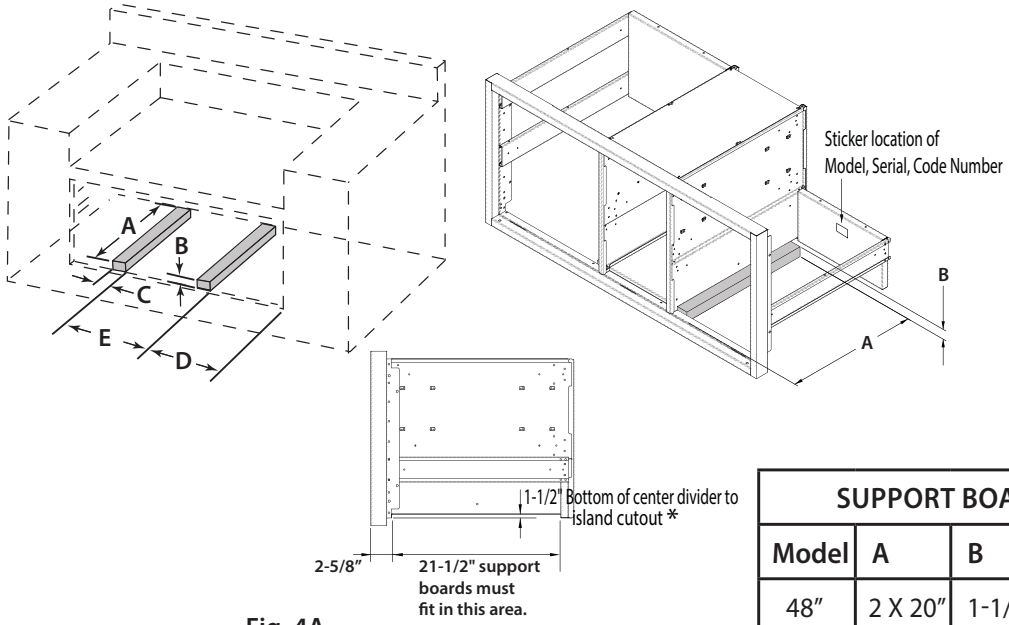

Fig. 4A
2. Place 2 X 4s to provide support for the Access Drawers structure in the locations indicated in Fig. 4A.
5. Ensure that the bottom of the center divider rests on top of the support boards as shown (Fig. 4A).